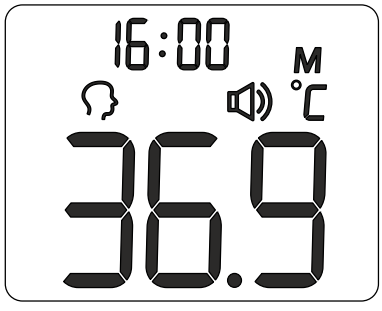

Рисунок 7.
2. Термометр автоматически запоминает последние 30 показаний измерений. При каждом запоминании также фиксируется дата/время/значок режима измерения. При каждом нажатии *Кнопки памяти* на экране отображаются прошлые показания, соответствующие цифре 1-30. Число 1 соответствует самому последнему измерению, а число 30 — самому первому измерению, хранящемуся в памяти (см. рис. 7).